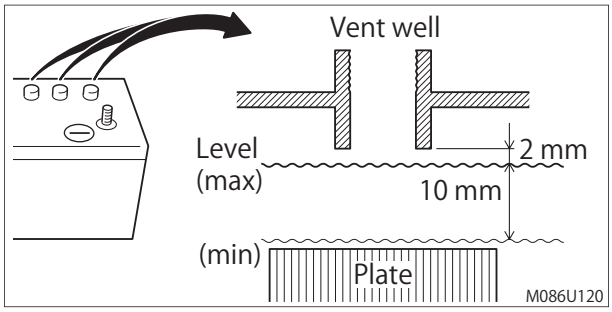

fig. 7–2
(1) Check the battery fluid levels every day (especially when using the machine in warm and dry climates).
(2) When the battery fluid level has dropped more than 10 mm, add only distilled water until the battery fluid level is 2 mm below the bottom of the fill well. (fig. 7–2)